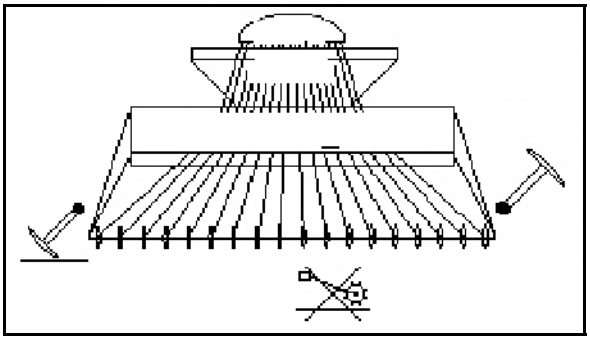

Fig. 47
1. Preselect Block star wheel (Fig. 47).